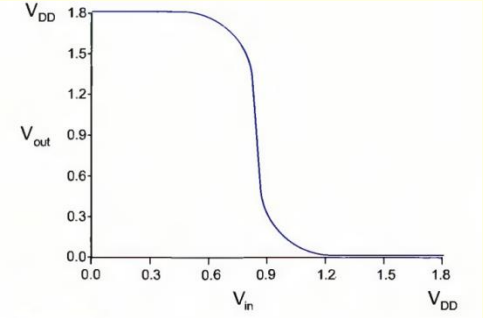

Figure 1
- An inverter has the DC transfer characteristics shown in the Figure 1: